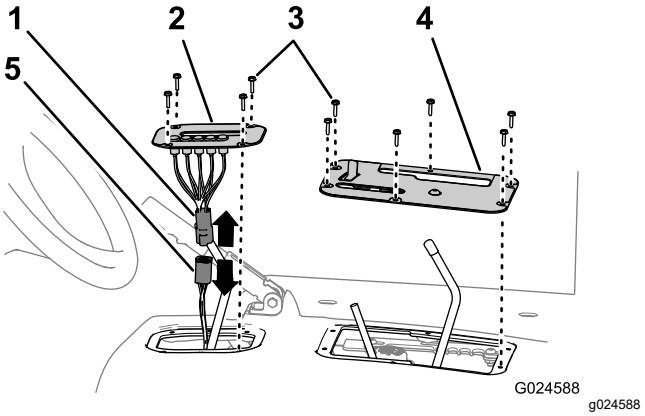

Figur 5
2. Ta bort de fyra sexkantsskruvarna som fäster växelindikatorns kåpa vid säteshöljet (Figur 5).
3. Lyft upp växelindikatorn, koppla bort indikatorkopplingsdonet från maskinkablagets kontakt och ta bort indikatorhöljet från maskinen (Figur 5).
4. Ta bort de sex sexkantsskruvarna som håller fast kontrollådans kåpa vid säteshöljet och ta bort kåpan från kontrollådan (Figur 5).